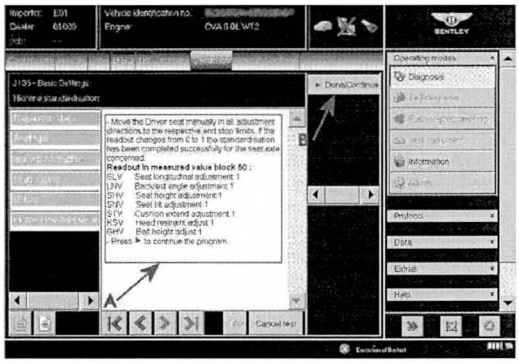

Figure 7
- Select execute (Point C) and follow all on screen prompts until **all** measurement counters have changed from 0 to 1 as shown in Figure 7 (point A)
- Select Done/Continue Figure 7 (Point B) and follow all on screen prompts until the Basic settings procedure is complete